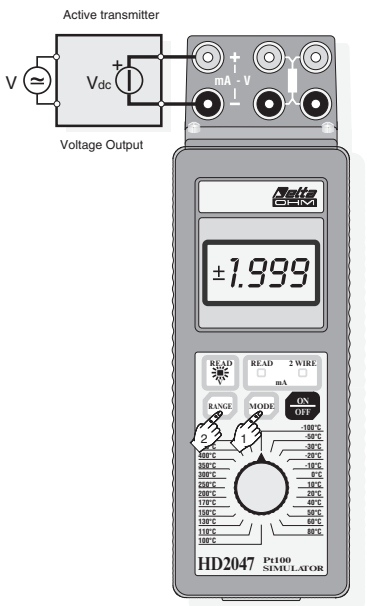

Fig. 1 Continuous voltage measurement
Procedure (see fig.1):
• connect the wires to the sockets, as reported in fig.1;